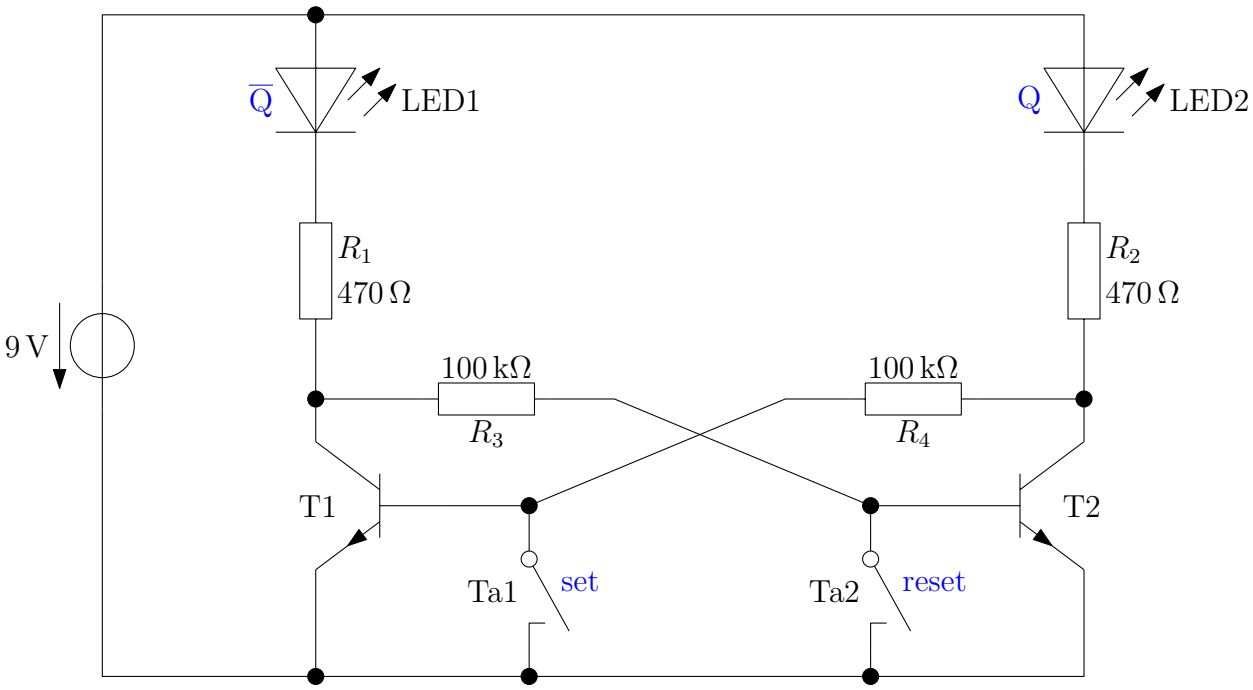

Abbildung 2.26: Experiment – Flipflop
**Versuchsaufbau und -durchführung** Bauen Sie die Schaltung nach Abb. 2.26 auf. Betätigen Sie die „set“- und „reset“-Taster.